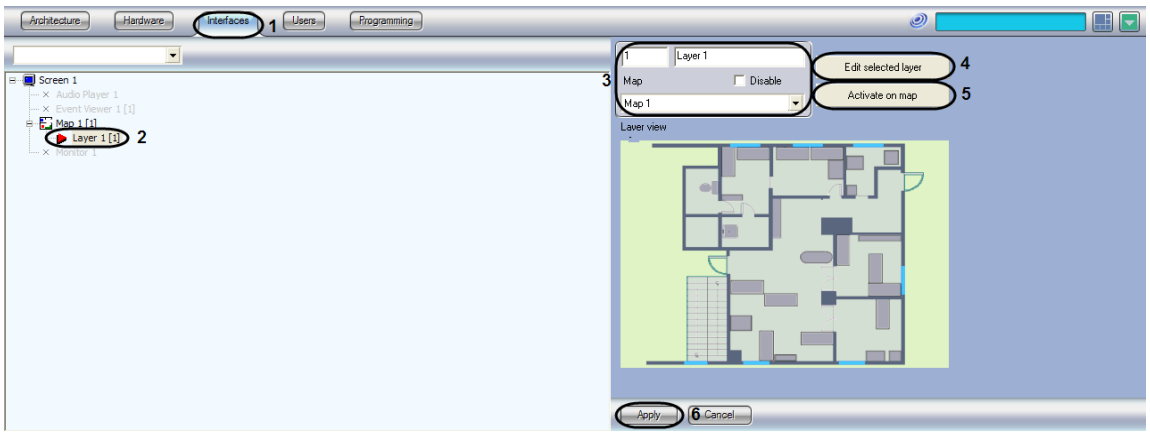

Figure 8.20-2 The Layer object settings panel
1. Go to the “Interfaces” tab of the “System settings” dialog box (Figure 8.20-2, 1).
2. Create a “Layer” object on the base of the “Map” object or select the existing “Layer” object in the objects tree if the “Interfaces” tab of the “System settings” dialog box (Figure 8.20-2, 2).
3. Specify the id and name for the “Layer” object, and select the “Map” object to become the parent of the layer (Figure 8.20-2, 3).
4. To edit the image represented by the Layer, click the “Edit selected layer” button (Figure 8.20-2, 4). The “Map editor” utility will open allowing the graphical image to be edited.
5. To display this layer on top of all other layers, click the “Activate on map” button (Figure 8.20-2, 5).
6. To save all the changes click the “Apply” button (Figure 8.20-2, 6).